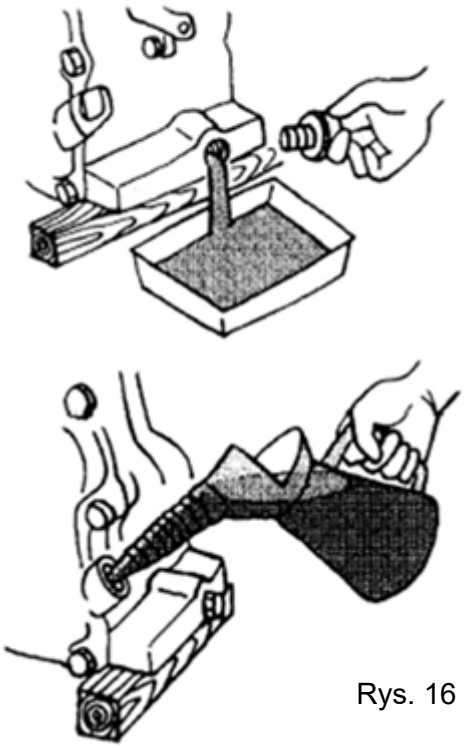

Rys. 16
4. Spuścić olej silnikowy i wymienić na nowy, zgodnie ze specyfikacją. (Rys. 16)